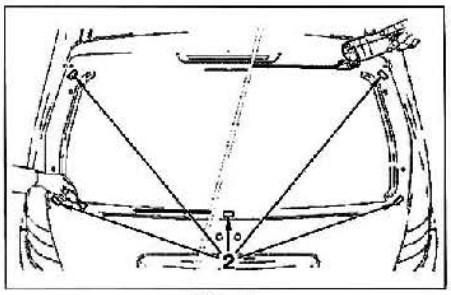

FIG. 98
• Enrasar la cola restante en el portón con la cuchilla eléctrica o bien con una espátula **(fig. 98).**